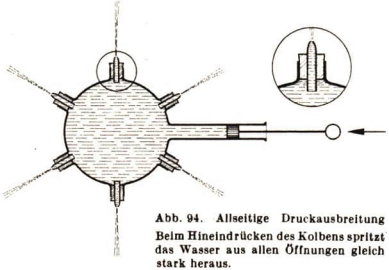

Abb. 94. Allseitige Druckausbreitung
2. Der Wagenheber – Die Ausbreitung des Druckes im Wasser. Eine Glaskugel, die Öffnungen nach allen Seiten besitzt und an die ein Druckzylinder angesetzt ist, füllen wir vollständig mit Wasser. Drücken wir auf den Kolben, so tritt das Wasser gleichmäßig aus allen Öffnungen (Abb. 94). Es spritzt nicht nur aus denjenigen Öffnungen der Glaskugel, die dem Kolben gegenüberliegen, sondern aus allen Öffnungen gleich stark. Wir folgern daraus das *Gesetz von der Druckübertragung*: